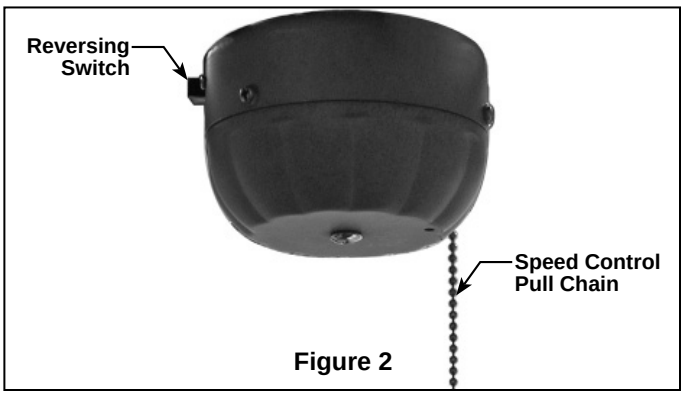

Figure 2
2. Check the operation of the fan by gently pulling on the pull chain switch. (Figure 2)